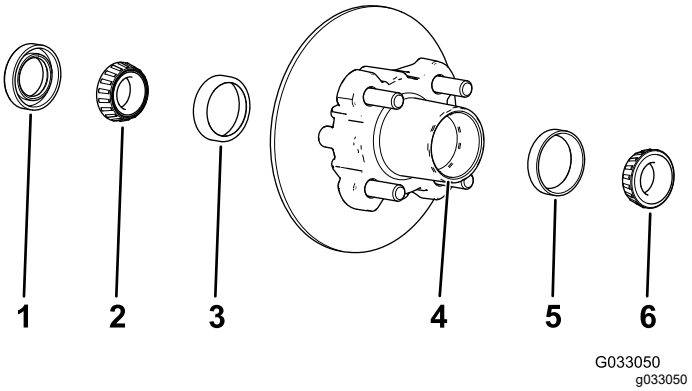

Figur 26
1. Avlägsna det yttre lagret och lagerbanan från navet (Figur 26)
2. Ta bort tätningen och det inre lagret från navet (Figur 26)
5. Avlägsna allt fett, smuts och skräp från håligheten i navet (Figur 26).
7. Fyll navets hålighet till 50–80 % med angivet fett (Figur 26).
8. Montera det inre lagret på banan på navets insida, och montera tätningen (Figur 26).